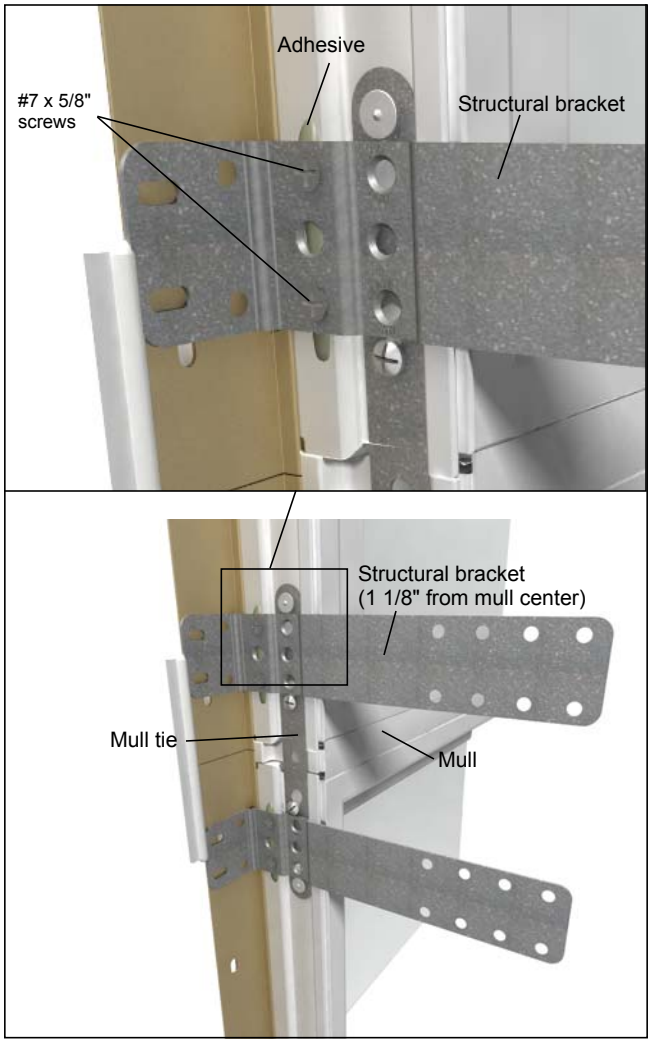

Figure 5
3. If you are installing a window with **structural brackets** apply a 3/16" (5) diameter 1 1/2" (38) long bead of heavy duty construction adhesive in the exterior jamb channel. The adhesive is to be placed 6" (152) in from each corner and spaced 12" (305) apart along the perimeter of the unit. See figure 5. Press the structural bracket firmly into place over the adhesive and secure with the two provided screws in the structural bracket kit. See figure 5.